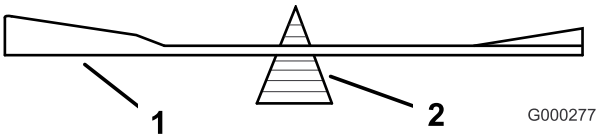

Figuur 58
2. Controleer de balans van het mes met een mesbalans (Figuur 58). Als het mes horizontaal blijft, is het in balans en geschikt voor gebruik. Als het mes niet in balans is, moet u wat metaal afvijlen van het uiteinde van de vleugel (Figuur 58). Herhaal dit indien nodig totdat het mes in balans is.